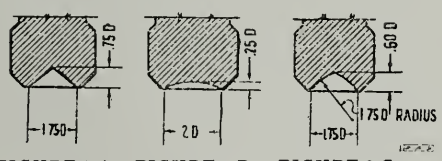

FIGURE 3-A Steeple Head — **FIGURE 3-B** Liverpool Head — **FIGURE 3-C** Double Radius Head
52. Rivets driven hot shall have steeple heads; the dimensions of snaps to be as shown in Figure 3-A.
53. Shell rivets, when driven cold, may be driven with either steeple or Liverpool snaps, the dimensions of the latter to be as shown in Figure 3-B. Bottom rivets, if driven cold, may be driven with either steeple or double radius snaps, as shown in Figure 3-C.